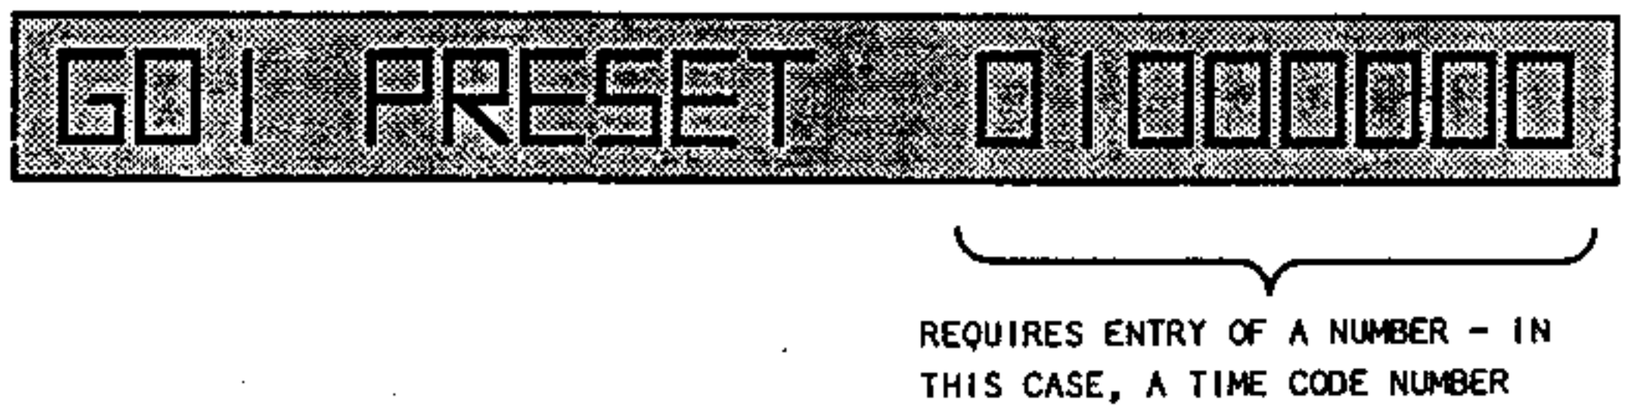

Figure 3.6
Use the /\ or \/ key, if necessary, to index to the Menu item titled "G01 PRESET 01 00 00 00", shown in Figure 3.6. The prefix "G" indicates that this Menu item relates to the ZETA-THREE's time code generator. The next two characters (01) indicate that this is Generator Menu number 01. The next word (PRESET) is the title of the Menu. The rest of the display shows the ten digits which, since the Generator Preset is a time code address, is read as: 1 hour, zero minutes, zero seconds, and zero frames.
The Menu shown in Figure 3.6, requires the entry of a number. To change the number in the item, Cursor to the first digit of the Menu item, Index the digit up or down to the desired value, and repeat as necessary. Note that, as with Group Selections, only valid values will be accepted by the ZETA-THREE.